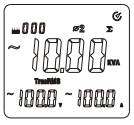

rys. 9-4
* Następnie (patrz rys. 9-4), naciśnij przycisk Σ ponownie, aby zapisaćw sumatorze moc drugiej fazy.